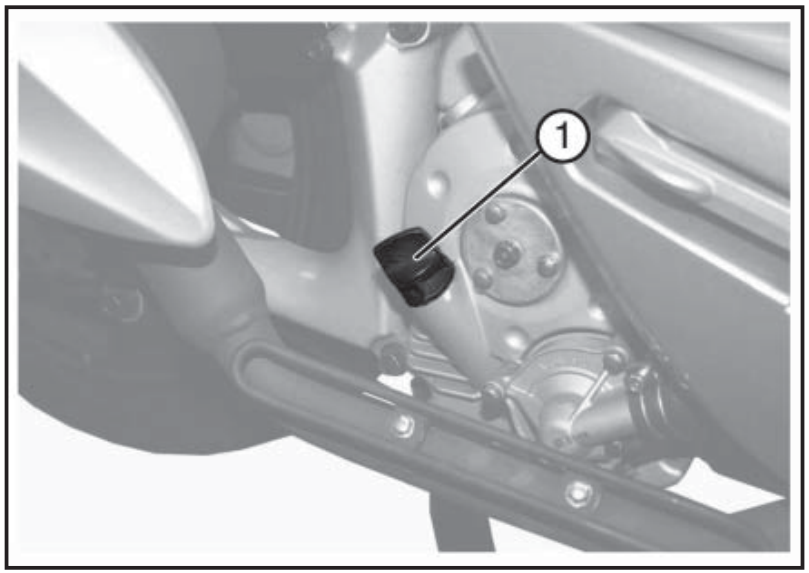

Fig. 02 QSI0042
- Svitare il tappo-astina «**1 - Fig. 02**» e pulirlo con un panno pulito.
- Avvitare completamente il tappo-astina «**1 - Fig. 02**».
- Svitare di nuovo il tappo-astina «**1 - Fig. 02**» e verificare che il livello dell'olio raggiunga il livello intermedio tra ***MIN*** e ***MAX*** indicato in **Fig. 01**.